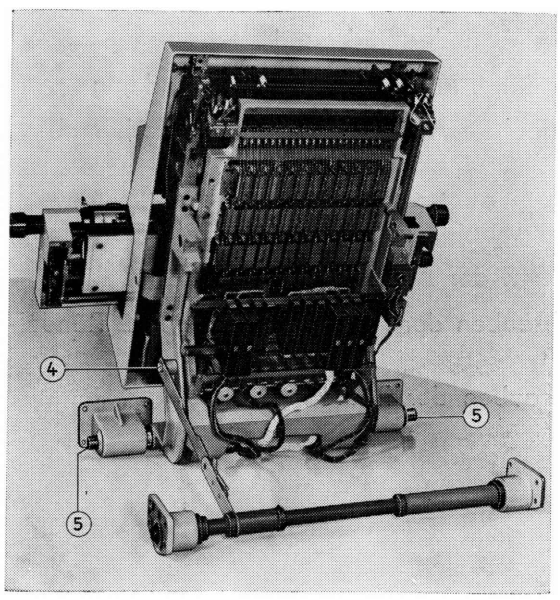

Abb. 20.
(Achtung! Schreibwerkrahmen am Servicegriff halten, da sonst das Schreibwerk abkippt) (Abb. 20)
10. Lagerbolzen (5) entfernen (Abb. 20)